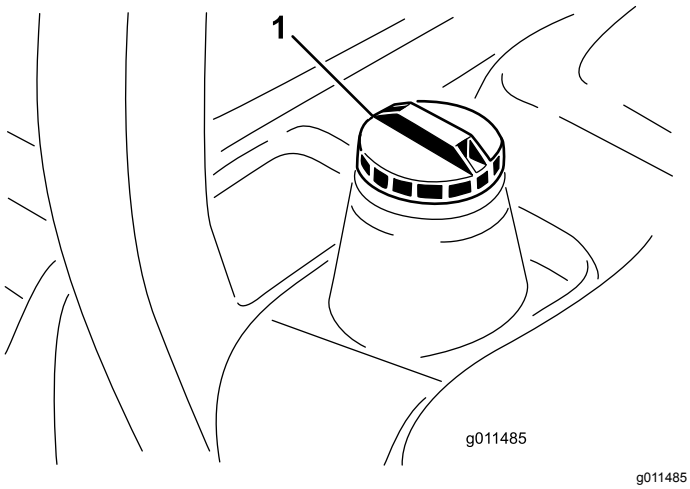

Figuur 20
3. Verwijder de dop van de brandstoftank (Figuur 20).